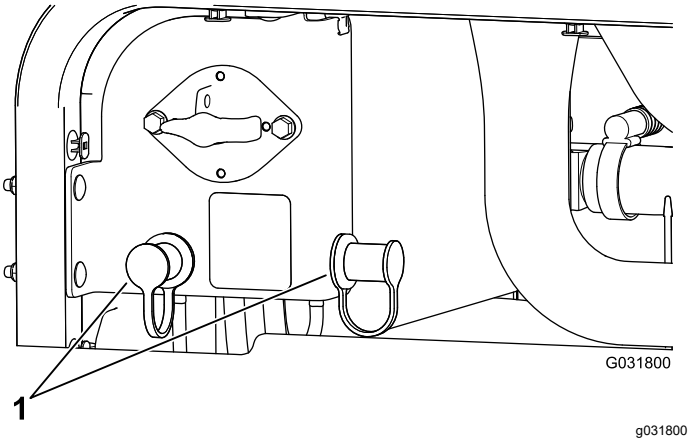

Figura 109
3. Retire los capuchones de los bornes de la batería del otro vehículo (Figura 109).